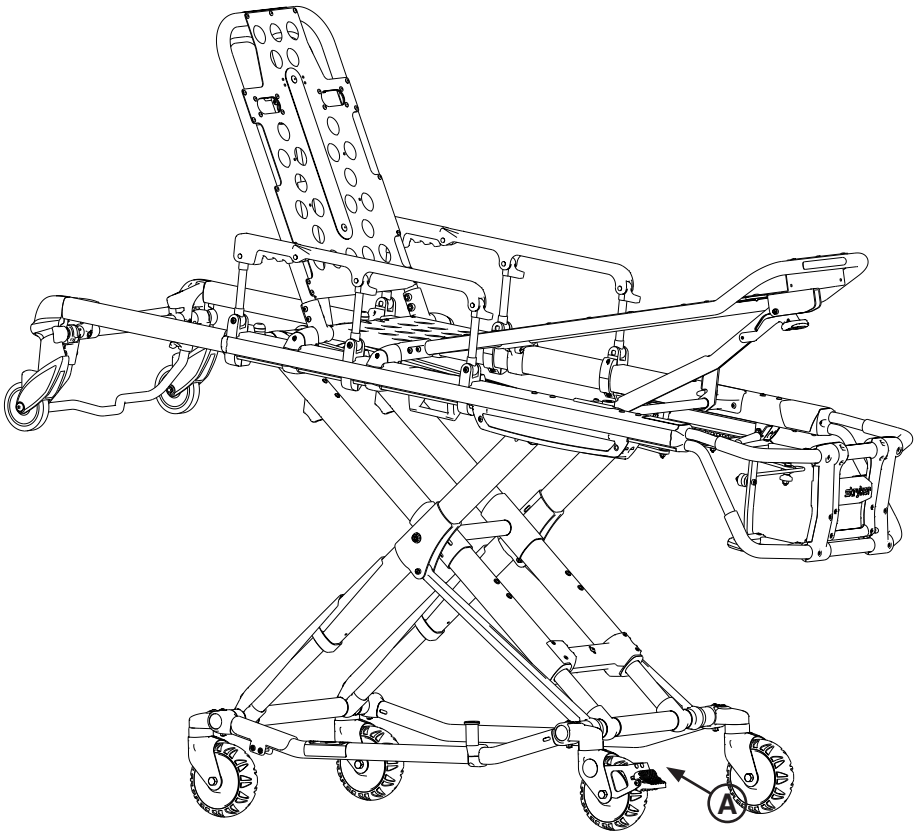

Figure 46 - Blocage de roue
Pour activer les blocages de roue en option (consulter la Figure 46), appuyer fermement sur la pédale (A) jusqu'à ce qu'elle bute et repose fermement contre la surface de la roue.